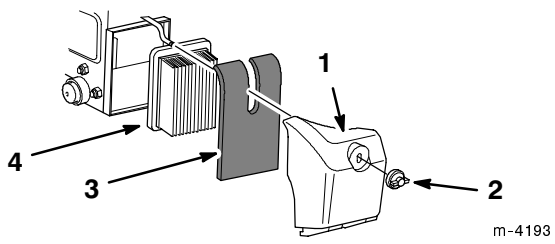

**Figure 17**
3. Remove the nut or screws that secure the air cleaner cover (Fig. 17).
4. Remove the cover and clean it thoroughly (Fig. 17).
5. Remove the foam pre-cleaner and wash it with a mild detergent and water, then blot it dry (Fig. 17).
7. Remove the paper air filter and discard it (Fig. 17).
8. Install the foam pre-cleaner either into the cover or on the new paper air filter, depending on your model (Fig. 17).
9. Install the new air cleaner filter (Fig. 17).
10. Install the cover and secure it (Fig. 17).